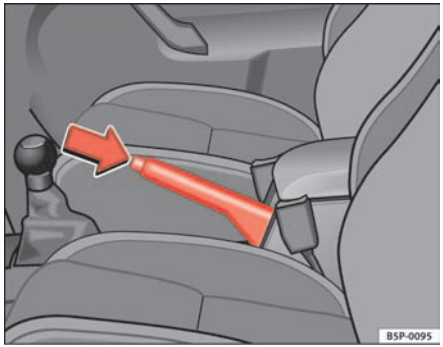

Fig. 100 Handbrake between the front seats
– Pull the handbrake lever up firmly ⇒ fig. 100.
– Pull the lever up slightly and press the locking knob in the direction of the arrow ⇒ fig. 100 and guide the handbrake lever down fully ⇒ ⚠.